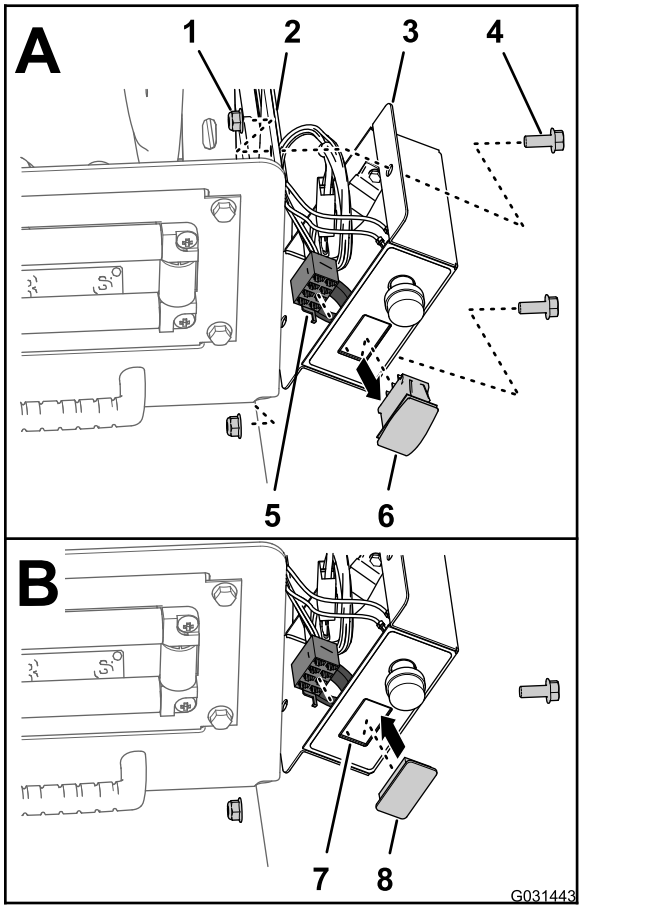

Figur 20
1. Ta bort de två skruvar (5/16 x 3/4 tum) och två låsmuttrar (5/16 tum) som håller fast styrdosan på vindans monteringsplatta (Figur 20).
2. Lossa kontakten med åtta uttag för styrdosans kablage från tryckregleringsomkopplaren (Figur 20).
3. Dra kontakten med åtta uttag till insidan av styrdosan (Figur 20).
4. Kläm ihop låsflikarna på tryckreglering-omkopplaren och tryck ut omkopplaren ur styrdosan (Figur 20).
5. Rikta in omkopplarpluggen mot öppningen i styrdosan som du tog bort omkopplaren från (Figur 20).
6. Sätt i omkopplarpluggen i styrdosan tills den snäpper fast i kåpan ordentligt (Figur 20).
7. Rikta in styrdosan med vindans monteringsplatta (Figur 20) och sätt fast dosan vid plattan med